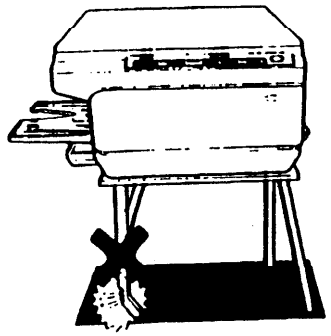

Рис. 5
5. (Рис.5): не допускается устанавливать аппарат на шаткие или неровные поверхности. Нормальная работа аппарата может быть обеспечена только, если он стоит на твердой поверхности.